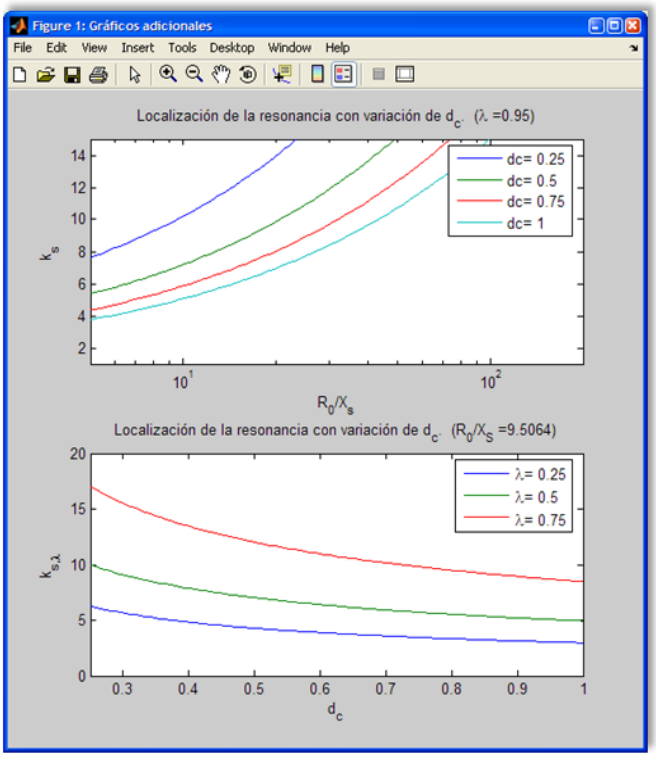

Figura D.31. Gráficos adicionales.
- **Gráficos adicionales:** genera una nueva figura (ver Figura D.31), donde se muestran dos gráficos bidimensionales, con la localización de la resonancia serie, k_S, para valores genéricos de λ, d_C y R_0/X_S.